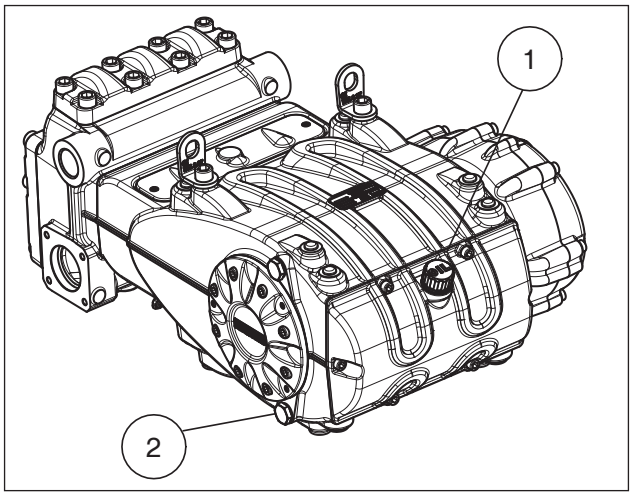

Рис. 3
Проверьте уровень масла с помощью специальной пробки с маслоизмерительным щупом, на котором есть метки минимального и максимального уровня ①, Рис. 3. При необходимости долейте нужное количество.
Замену масла выполняйте, когда насос нагреется до рабочей температуры; для этого снимите пробку поз. ②, Рис. 3.
Разместите установку таким образом, чтобы во время работы насоса температура масла ни в коем случае не превышала **100°C** (212°F). Пользуйтесь температурным датчиком, вставляемым в маслосливную пробку, поз. ② Рис. 3. См. руководство «ВЗРЫВОЗАЩИТА ATEX».